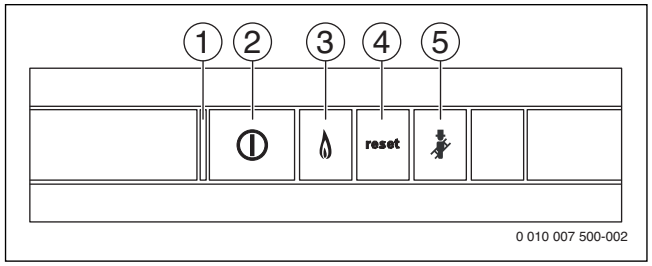

Fig. 81 Taste de operare
▶ Porniți aparatul prin intermediul întrerupătorului de pornire/oprire (→ Fig. 81).